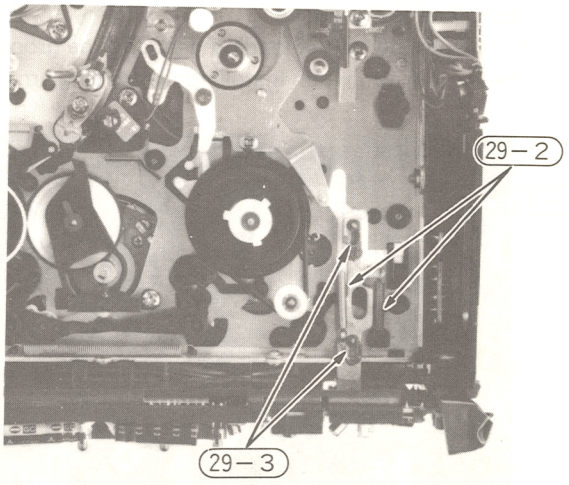

Fig. 33 Eject Slider and Eject hold Arm
29. Eject slider and eject hold arm (Fig. 33)